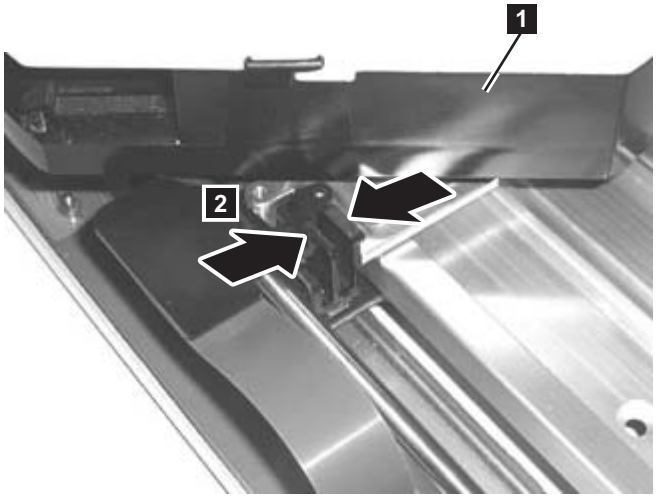

Figure 7-60. Flat cable connector
5. Facing the library, rotate the Picker Assembly until the front of the Picker Assembly is oriented approximately 45 degrees right of center, as seen from the top of the library, to access the flat cable connector (**1** in Figure 7-60 on page 7-59).
6. Pinch the top of the connector (**2** in Figure 7-60) and lift up to disconnect it.
3. Facing the library, rotate the Picker until the front of the Picker Assembly is oriented approximately 45 degrees right of center, as seen from the top of the library, to access the flat cable connector (**1** in Figure 7-60).
4. Pinch the top of the connector (**2** in Figure 7-60).
4. Rotate the Picker Assembly with the grippers pointing toward 11 o'clock (**1** in Figure 7-60 on page 7-59) to expose the flat cable connector.
5. Pinch the top of the connector (**2** in Figure 7-60 on page 7-59) and lift up to disconnect it.
5. Plug in the connector (**2** in Figure 7-60 on page 7-59).